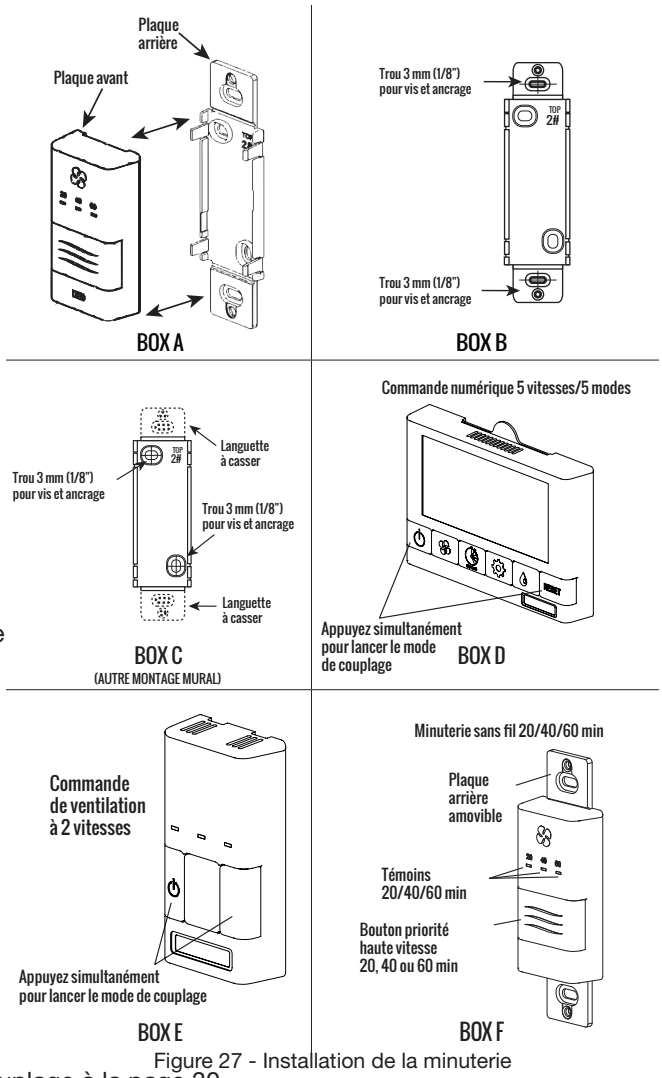

Figure 27 - Installation de la minuterie
2. Couplage avec la commande DXPL02 ou DXPL03 Deluxe : appuyez simultanément sur les boutons gauche ⏻ et droit (RESET) de la commande. L'écran s'éteint et le symbole sans fil •))) apparaît en clignotant dans le coin inférieur droit de l'écran; cela indique que la commande est en mode de couplage (fig. 27, case D).
3. Couplage avec les commandes de base BC02, BC03 ou BC04 : appuyez simultanément sur les boutons gauche et droit de la commande. La rangée des 3 DEL au bas se met à clignoter; cela indique que la commande principale est en mode de couplage (fig. 27, case E).
1. Séparez la plaque avant de la plaque arrière en la tirant fermement (fig. 27, case A).
2. Pour le montage de la commande sans plaque décorative, cassez les languettes supérieure et inférieure et reportez-vous à la figure 27, case C, pour le montage.
3. Placez la plaque arrière de la commande à l'emplacement souhaité sur le mur et marquez au crayon les trous de vis supérieur et inférieur (fig. 27, cases B ou C). Percez 2 trous de 3 mm (1/8 po).
5. Fixez la plaque avant à la plaque arrière (fig. 27, case F).